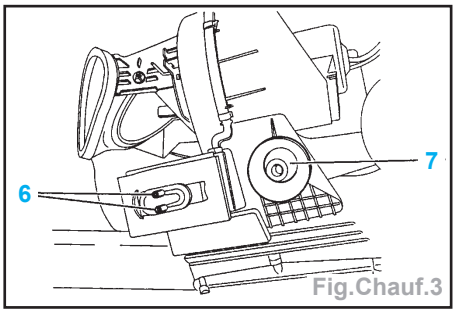

Fig.Chauf.3
- Vérifier la présence des fixations (6) et de la fixation extensible (7) avant la remise en place du climatiseur (Fig. Chauf.3).